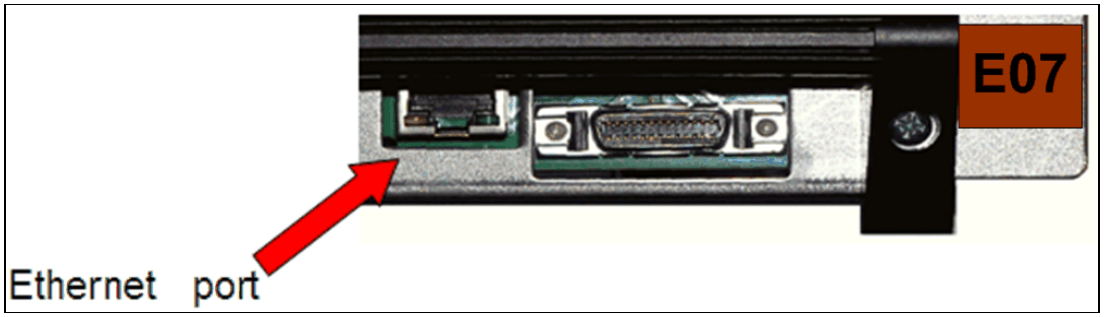

Figure 3-19 TS1140 Ethernet port
The Ethernet port is used in the TS1140 Rack mount configuration when in a TS3500 tape library configuration the TS3500 tape library management interface (MI) can be used to manage the TS1140 instead. Figure 3-19 on page 164 shows the location of the Ethernet port.
The 3592-E07 canister no longer has an RS-232 serial port. An Ethernet service port was added to the drive, which is for service, and use by the user. It provides the capability for users to access advanced drive status pages and for service personnel to access a drive virtual operator panel and perform firmware uploads and download drive memory dumps. It is a single, standard RJ45 connector at the rear of the canister, as shown in Figure 3-19.